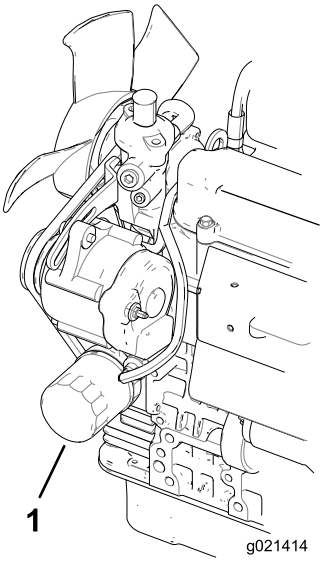

Figur 47
2. Avlägsna oljefiltret (Figur 47). Stryk på ett tunt lager ren olja på den nya filterpackningen innan den skruvas på. **Dra inte åt för hårt.**